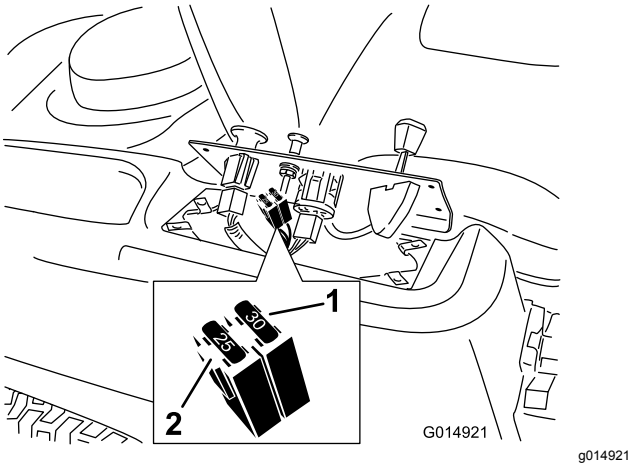

Figure 41
2. Soulevez le panneau de commande pour accéder au faisceau de câblage principal et au porte-fusibles (Figure 41).
3. Pour remplacer un fusible, tirez dessus pour l'enlever (Figure 41).